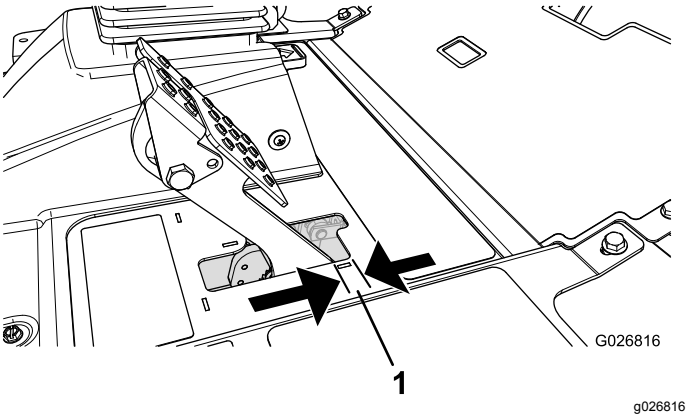

Figur 60
Juster bremsene når det er mer enn 2,5 cm frigang (Figur 60) på bremsepedalen, eller når det kreves mer bremsekraft. Frigang er avstanden bremsepedalen kan beveges før du merker bremsemotstand.
2. Trekk til den bakre mutteren for å flytte kabelen bakover til bremsepedalene har en frigang på 6 til 13 mm (Figur 60), før hjulene låses.